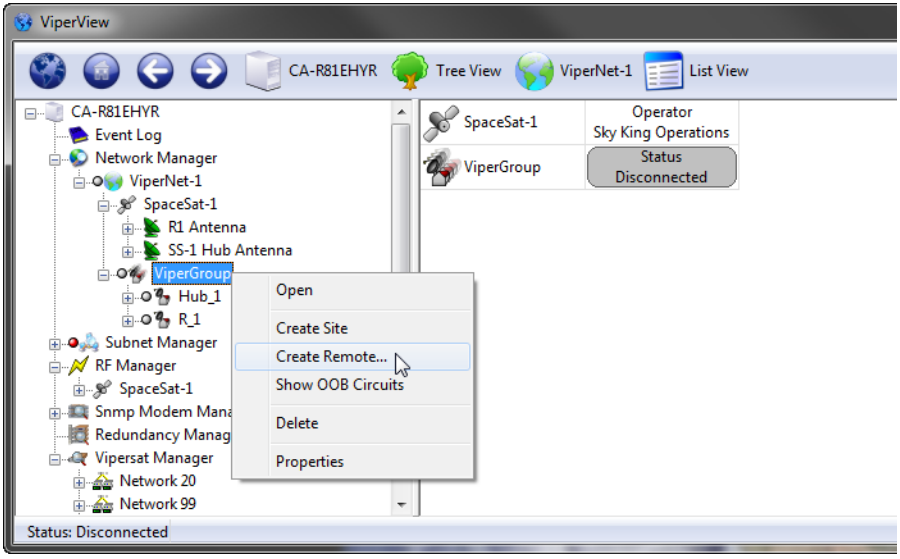

Figure 3-98 Create Remote... menu command
1. Select **Create Remote...** from the Network (or from the Group, if the site is to be a member of an existing group within the network) drop-down menu, as shown in figure 3-98.